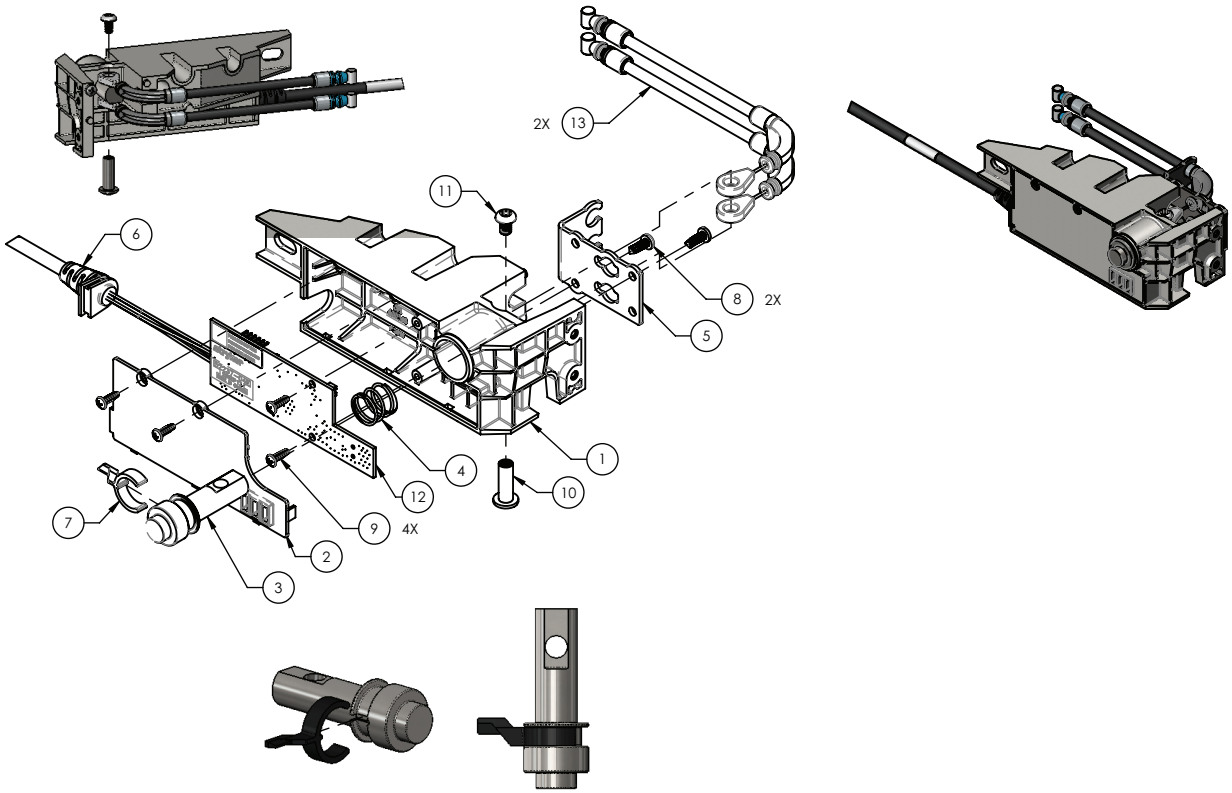

Figure 17 – Remplacement de la carte DPM, tête
13. À l'aide d'un tournevis cruciforme n° 2, retirer et conserver les deux vis (9) qui fixent le couvercle du DPM (2), puis retirer et conserver le couvercle (Figure 17).
14. À l'aide d'un tournevis cruciforme n° 2, retirer et conserver les deux vis (9) qui fixent l'ensemble de carte DPM (12) à l'ensemble DPM (Figure 17).